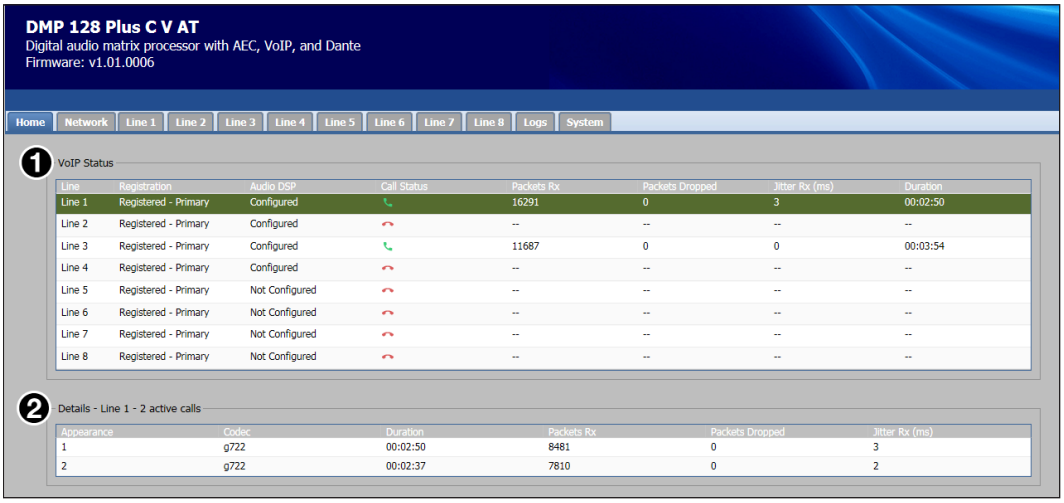

Figure 39. Home Page
The **Home** tab displays high-level information about the DMP 128 Plus VoIP configuration. There are two main panels: **VoIP Status** and **Details** (see figure 39).
The `Details` panel displays the details of each appearance within the line currently selected in the `VoIP Status` panel including the current codec in use, call duration, packets received, packets dropped, and inbound jitter (see **figure 39**, ❷ on page 71).